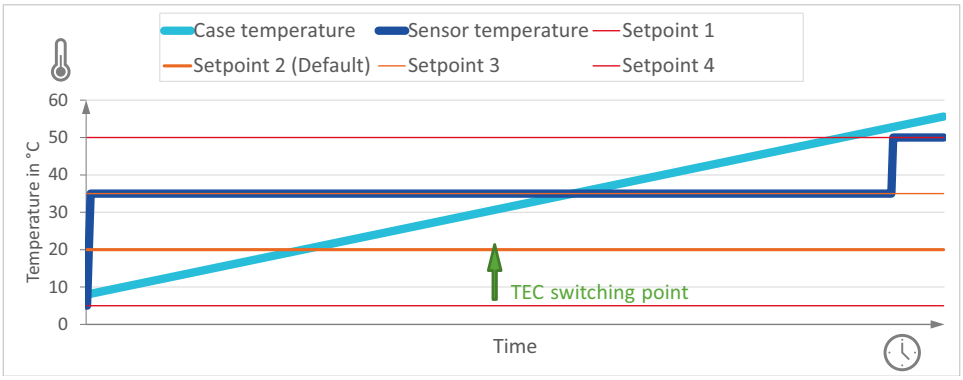

Figure 65: Schematic figure of TEC heating and cooling.
required to cool the sensor. The green arrow in Figure 65 shows this situation Note for better understanding the case temperature profile is shown in a simplified way that covers the whole temperature range.
- set to *`Auto`*, the TEC is able to switch to a higher setpoint, if it exists, as shown in Figure 65.